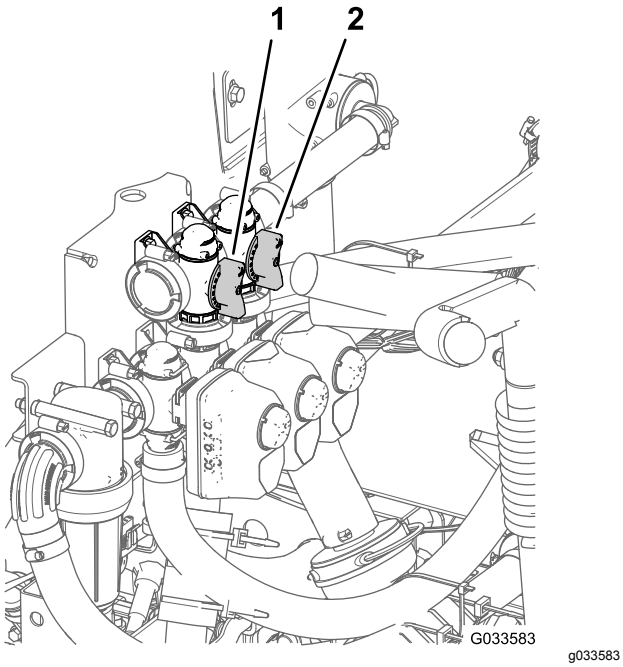

Figur 88
11. Justera omrörningsöverströmningsventilen (Figur 88) på baksidan av omrörningsventilen tills tryckmätaren visar 6,9 bar.
8. Använd handtaget till huvudsektionens överströmningsventil för att styra omrörningen i tanken (Figur 88).